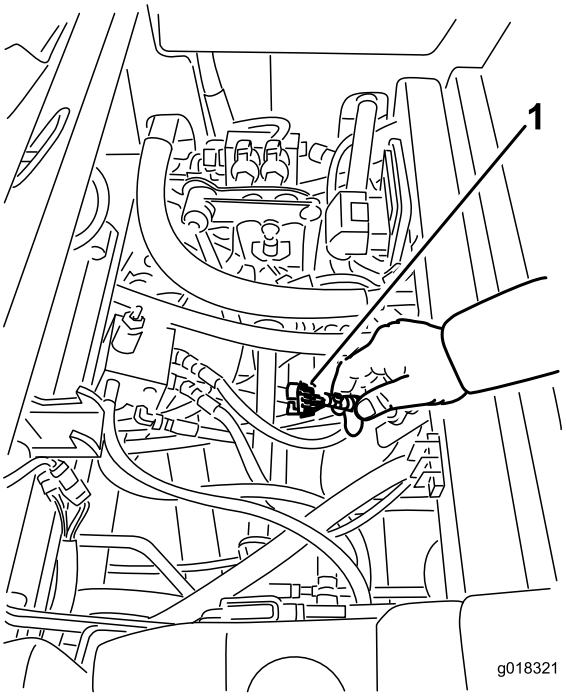

Figur 18
3. Find ledningsnettet og stikkene nær styreenheden (Figur 18).